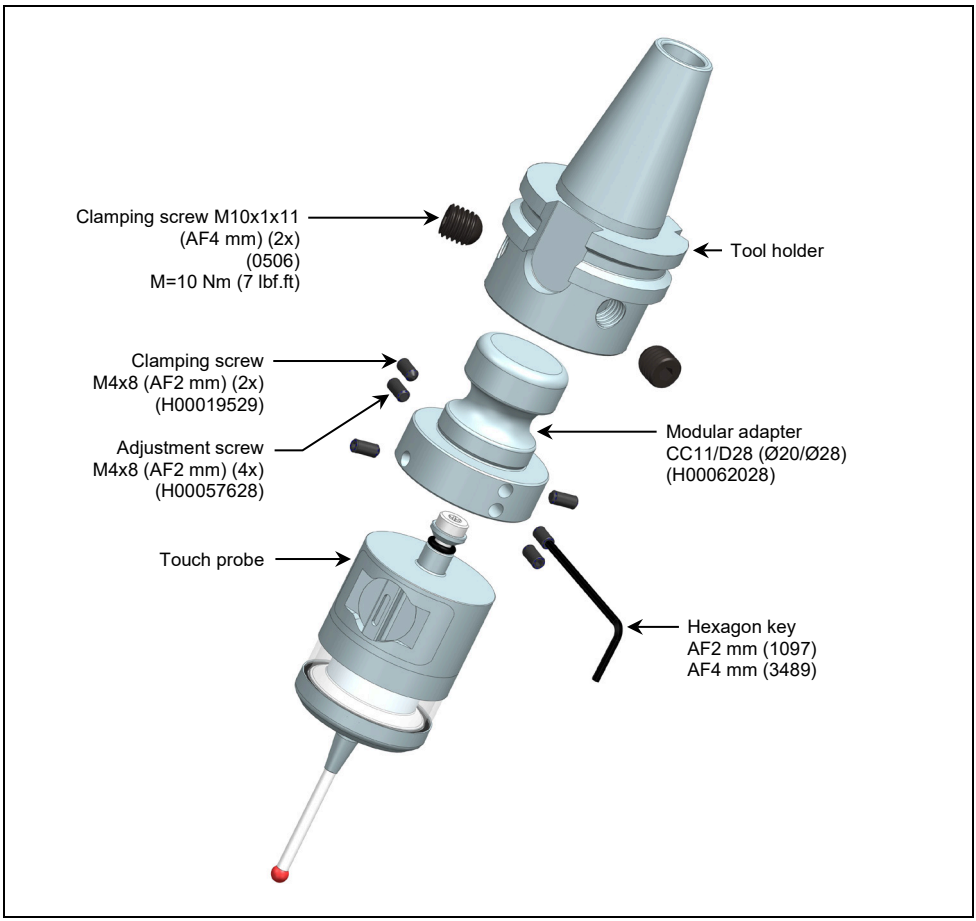

Fig. 7 Mounting/dismounting the tool holder
1.3 Loosen all clamping screws and adjustment screws according to Fig. 7 in the modular adapter.
2.5 Insert the clamping screws and tighten to the torque specified in Fig. 7.